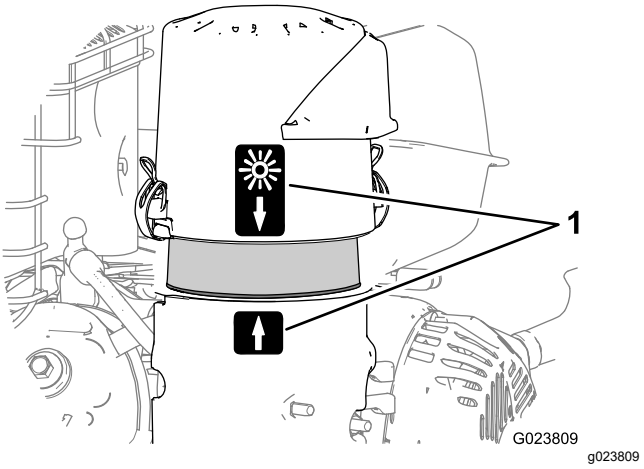

Figur 26
8. Juster pilemærkaten på luftfilterdækslet og pilemærkaten på basen efter hinanden (Figur 26).